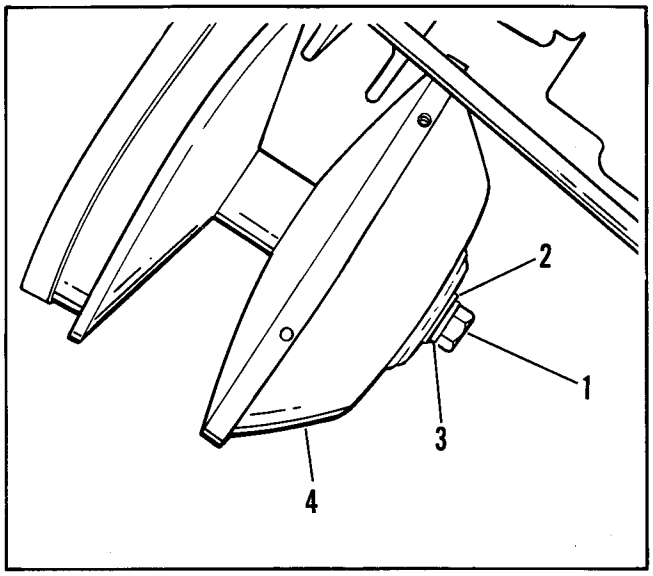

Figure 77 - Removing Movable Flange Cover
f. See Figure 77. Remove the bolt (1), washer (2) and lockwasher (3) from the floating flange (4).